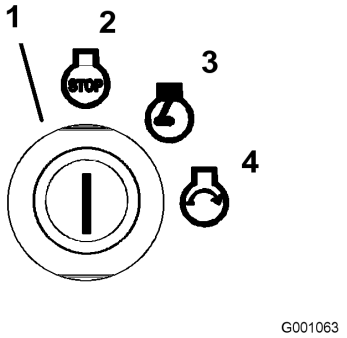

Figure 12
6. Tournez la clé dans le sens horaire en position de marche (Figure 12).
9. Tournez la clé en position de démarrage ; le témoin de préchauffage se rallume. Relâchez la clé quand le moteur démarre (Figure 12).
2. Tournez la clé dans le sens horaire en position de marche (Figure 12).
4. Tournez la clé de contact à la position contact coupé (Figure 12). Attendez l'arrêt de toutes les pièces en mouvement avant de quitter la position de conduite.